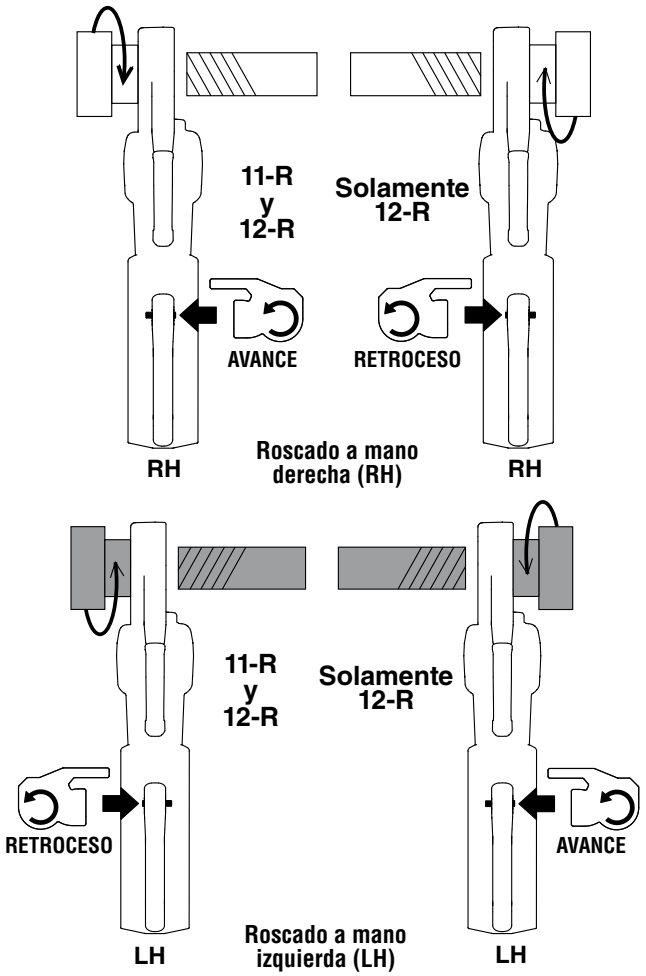

Figura 9 – Orientación del interruptor corredizo de avance y retroceso en el cabezal roscador.
7. Coloque el interruptor corredizo F/R del accionamiento motorizado en posición de avance o de retroceso, según quiera una rosca a mano derecha o a mano izquierda. *Vea la Figura 9.*
a. Deslice el interruptor corredizo hacia la posición de rotación en avance (F). Cuando se coloca la terraja desde el lado izquierdo (frente) de la máquina, esto produce roscas a mano derecha.